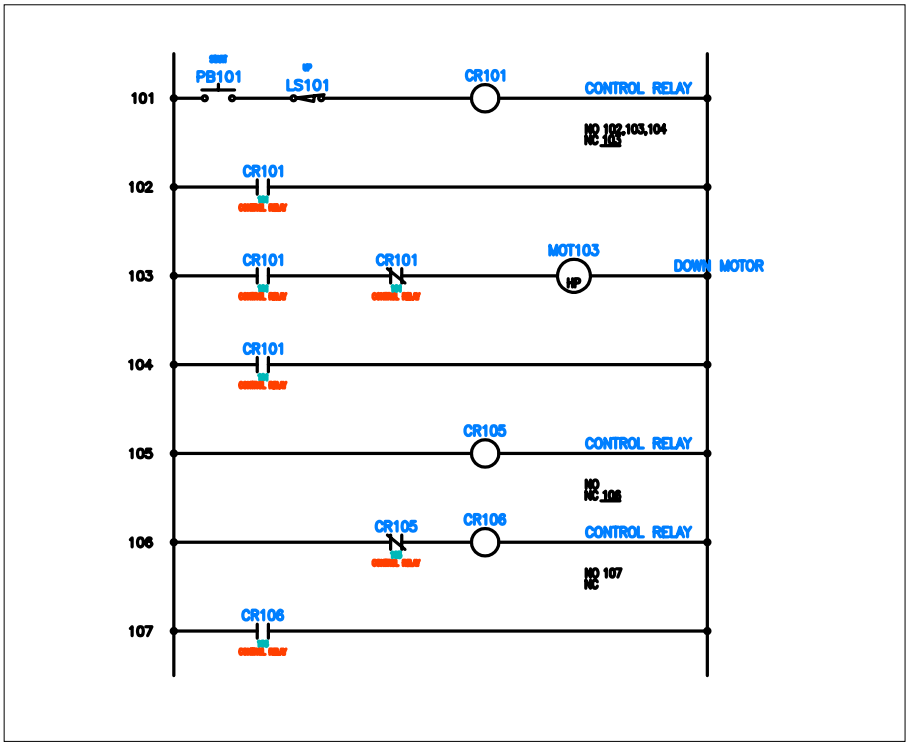

Figure 6-57 *Components inserted in the drawing*
4. After entering description and other information in the **Insert / Edit Component** or **Insert / Edit Child Component** dialog box, choose the **OK** button; the components are inserted in the drawing, as shown in Figure 6-57.